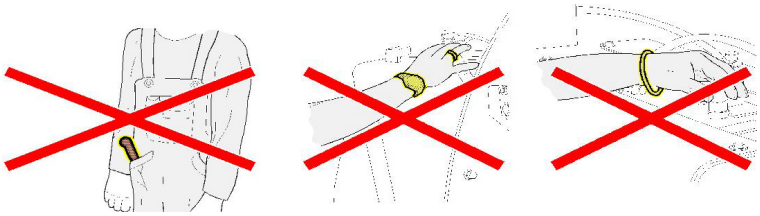

fig. 2.7
13. In any case, do not wear flapping and/or ripped items and/or clothes (necklaces, watches, bracelets, scarves, headscarves, ties, etc.) (*fig. 2.7*).